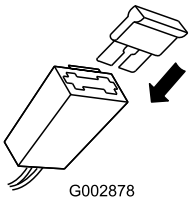

Figur 9
2. Monter som vist sikringen i sikringsholderen (Figur 9).